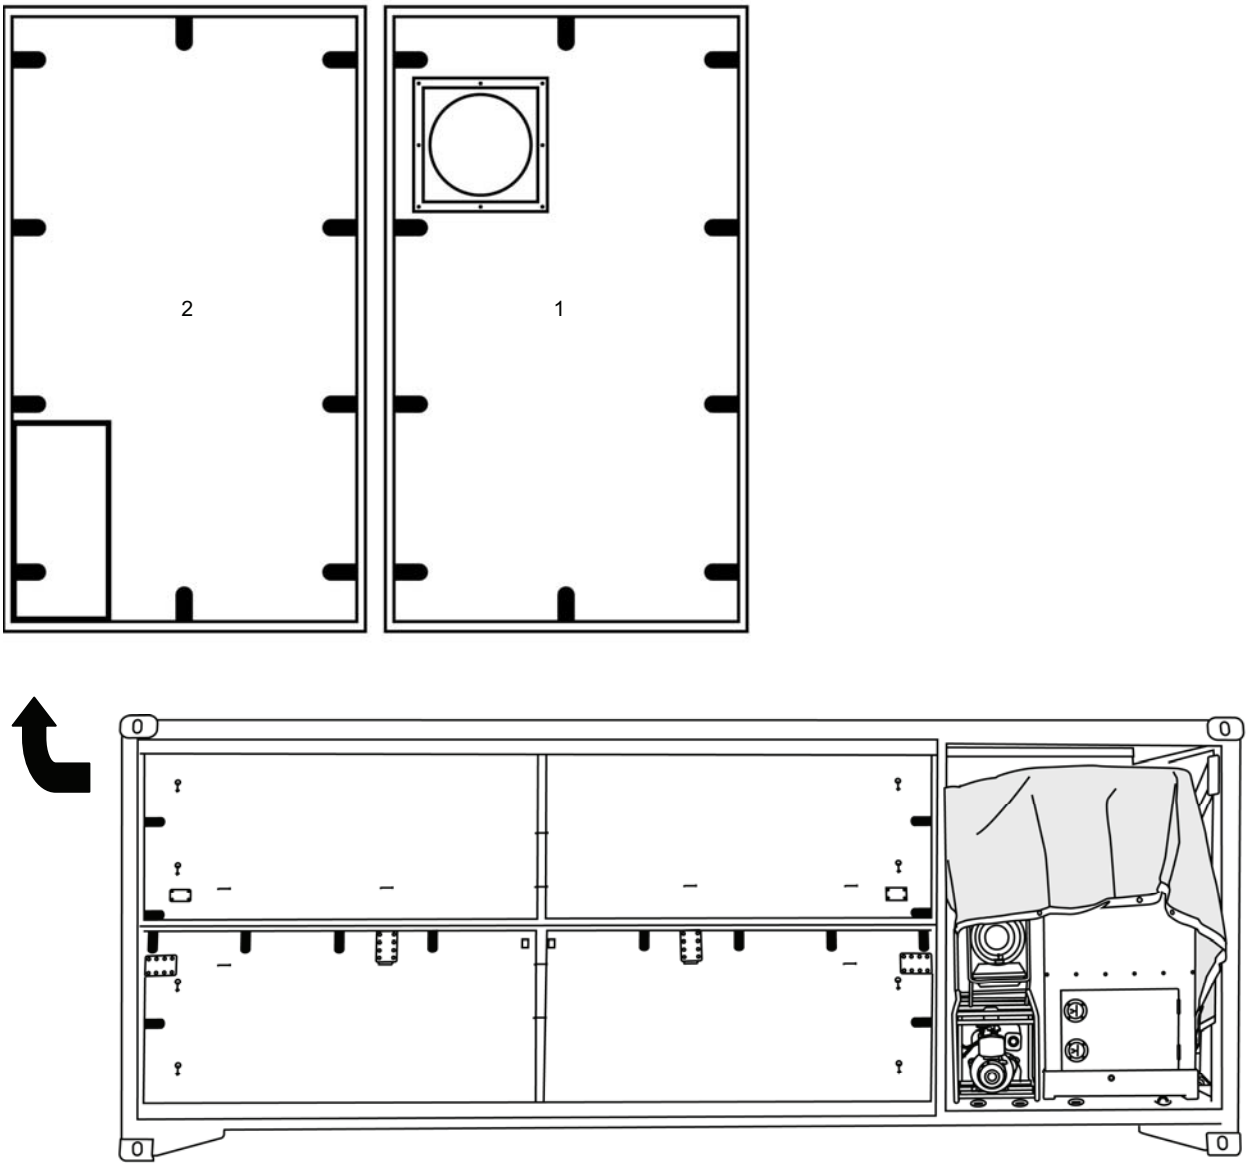

Figure 4. Operator Station End Panels.
2. Unlatch and remove operator station end panels #1 and #2 (Figure 4).